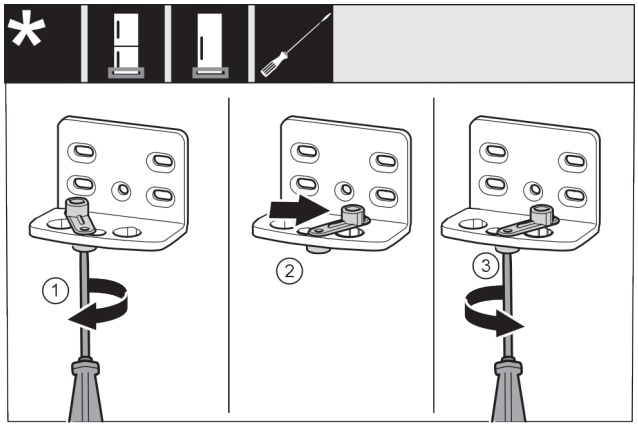

Fig. 13
▶ Use screwdriver to loosen the screw *Fig. 13 (1)*.
▶ Lift the door closing aid *Fig. 13 (2)* and turn 90° clockwise in the hole.
▶ Tighten screw *Fig. 13 (3)* with screwdriver.